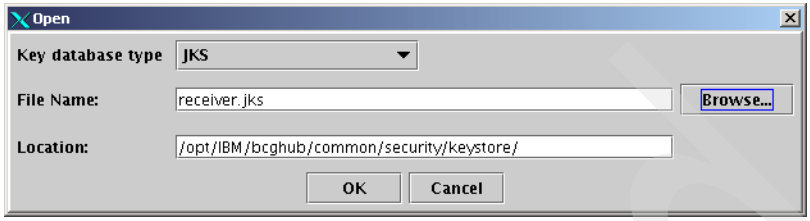

Figure 8-22 Opening the existing key store
3. In the Open window (Figure 8-22), click Browse and navigate to the directory /opt/IBM/bcghub/common/security/keystore/ and open the receiver.jks file. Click **OK**.